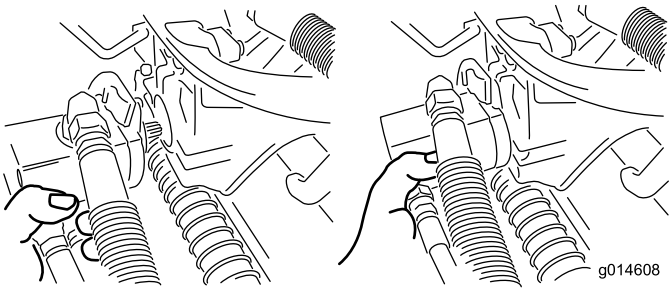

**Figur 37**
3. Flyt motoren hen i opbevaringspositionen foran på affjedringsarmen (Figur 37).